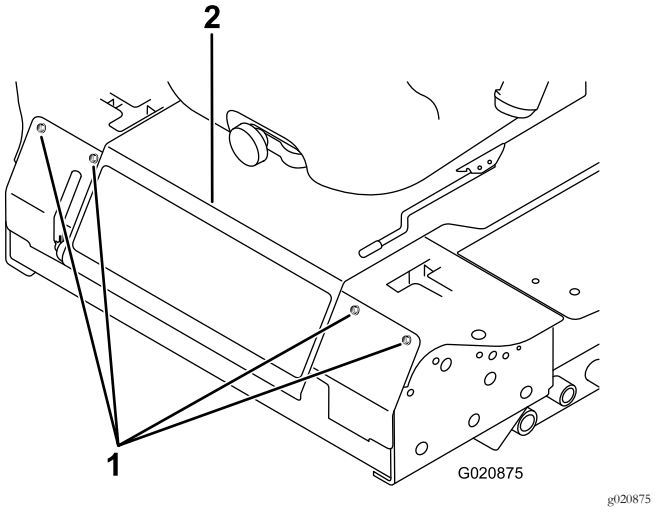

Figur 51
2. Fjern de bolte, der holder frontpanelet fast, og tag panelet af (Figur 51).